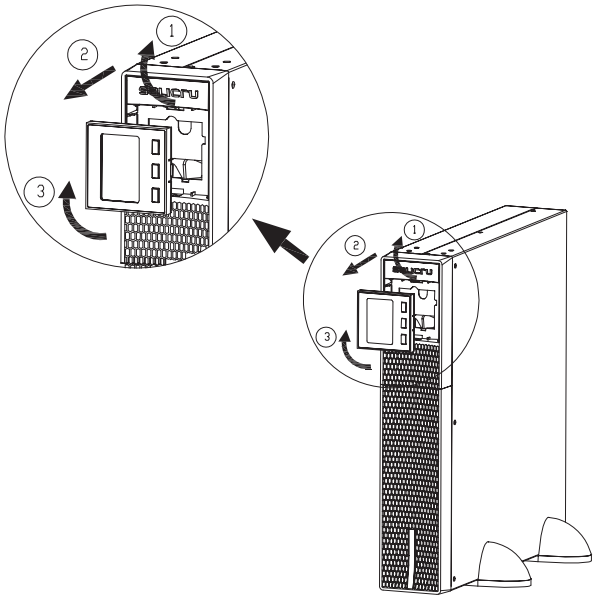

*Fig. 5. Rotation du panneau de commande avec écran LCD sur la garniture avant en plastique.*
- Les Fig. 5 à 11 montrent, à titre d'exemple, les graphiques d'un dispositif ou de ce dernier avec son module de batteries. Ces illustrations sont d'une aide et d'une orientation dans les étapes à suivre et ne visent en aucun cas à particulariser les instructions à un seul modèle, bien que dans la pratique les actions à effectuer soient toujours les mêmes pour toutes.
- Pour faciliter la lecture des messages sur l'écran lorsque l'équipement est installé verticalement, il est possible de faire pivoter le panneau de commande de 90º dans le sens des aiguilles d'une montre (voir Fig. 5).